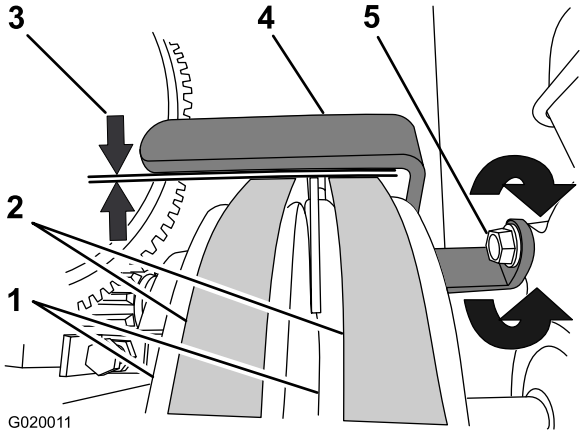

Figure 75
3. Vérifiez que le guide et les courroies sont espacés de 2,5 à 4 mm (3/32 à 5/32 po); voir Figure 75.
A. Desserrez le boulon qui fixe le guide de courroies au moteur (Figure 75).
B. Tournez le guide de courroies vers le haut ou le bas jusqu'à ce que vous obteniez un écartement de 2,5 à 4 mm (3/32 à 5/32 po) entre le guide et chaque courroie (Figure 75).
C. Resserrez le boulon qui fixe le guide de courroies au moteur (Figure 75).